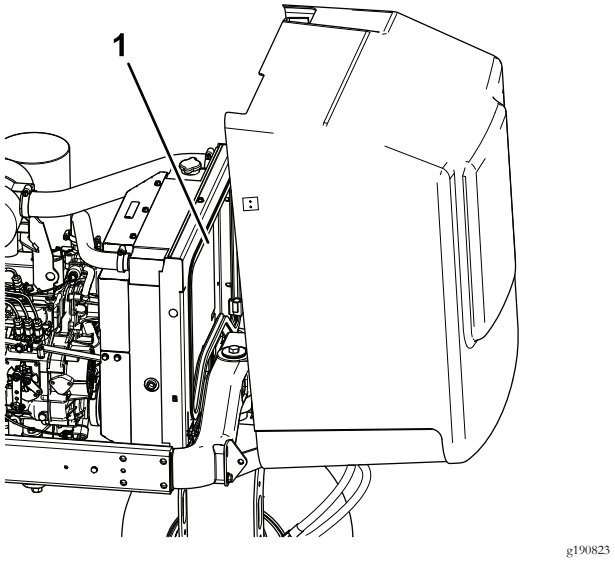

Figur 69
5. Rengjør begge sidene av radiatoren/oljekjøleren grundig med vann eller trykkluft (Figur 69).